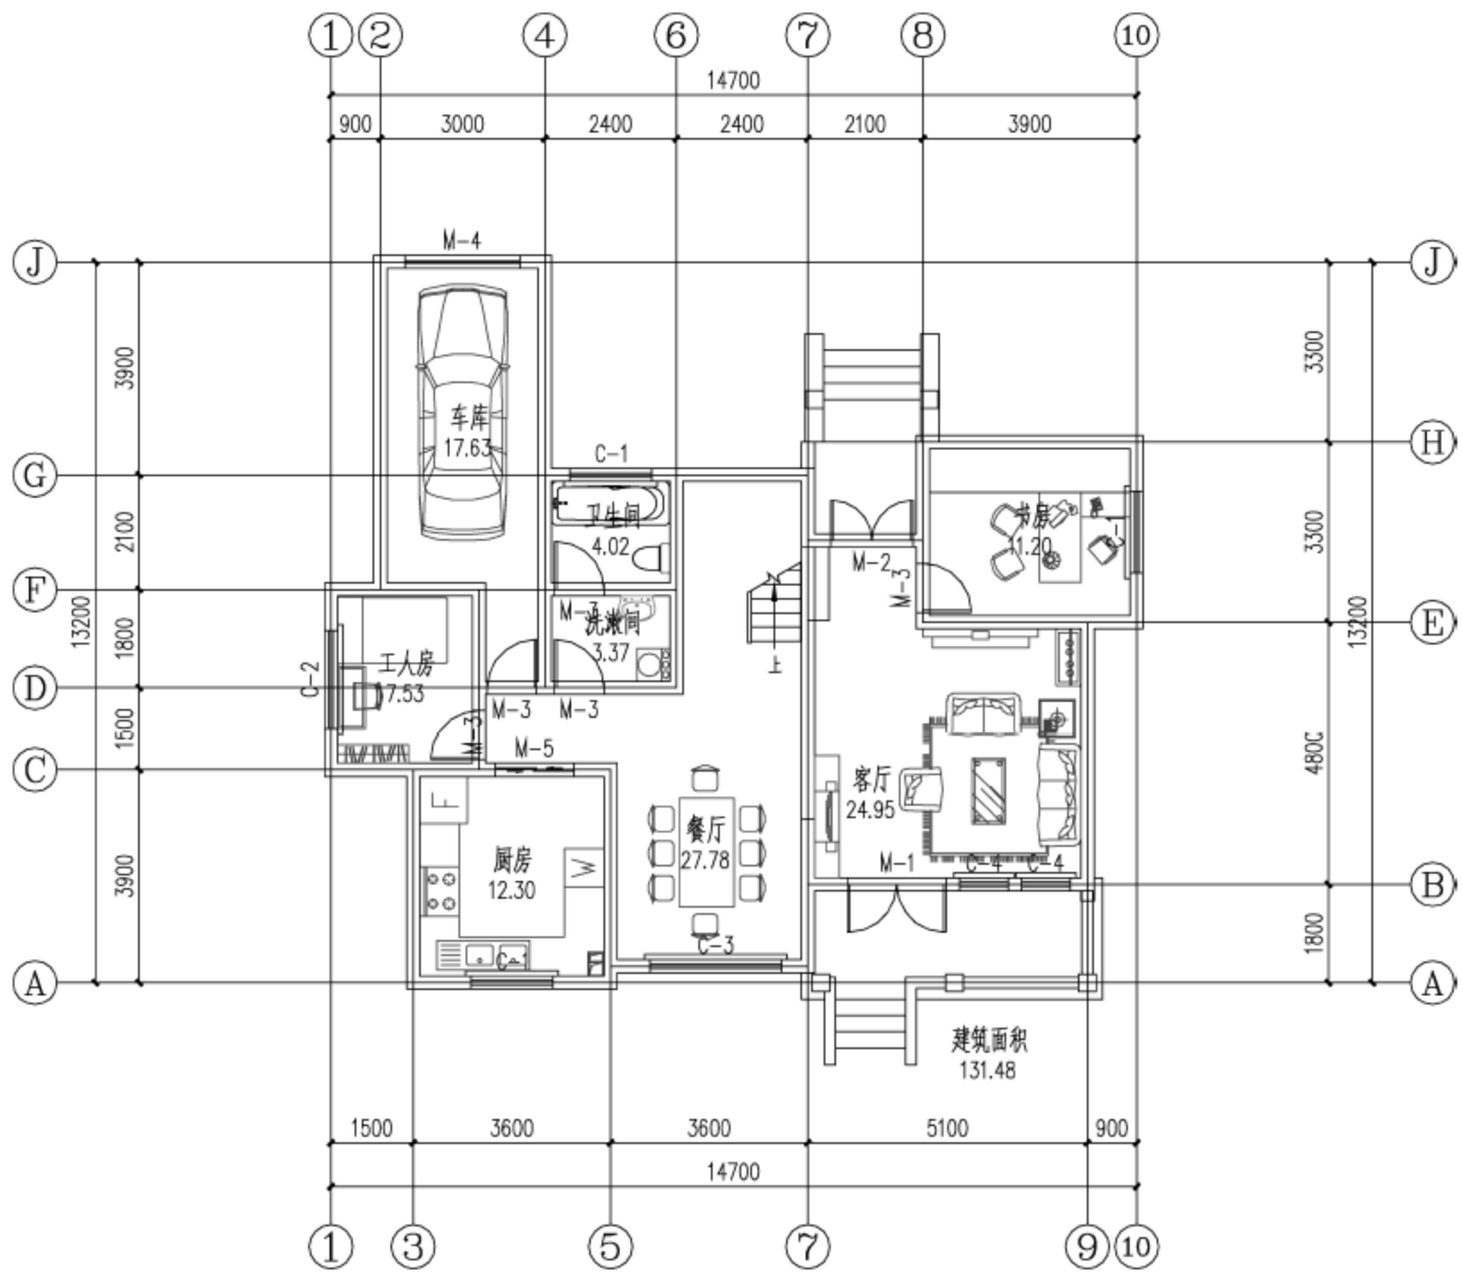

图 18-55　修改房间名称
(3) 通过“在位编辑”命令,双击需要修改名称的房间,直接改名字,具体方式不再详述。最终形成如图 18-55 所示的房间标注信息。